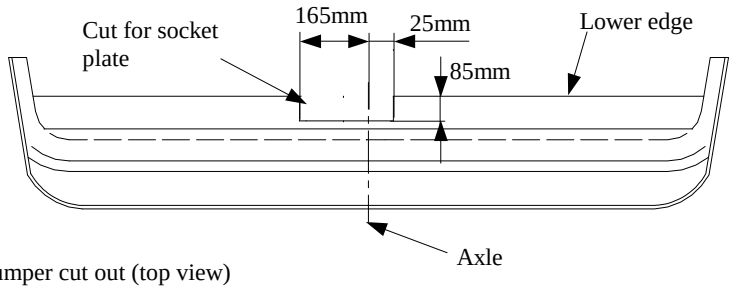

Fig. 2 Bumper cut out (top view)
3. Slide the main bar (pos. 1) into the chassis and then fix with M10x40mm bolts (pos. 5) and big washers ø30xø10,5x2,5mm (pos. 8) from the towbar equipment. Choose holes depend on car type.
5. Position the ball of towbar fix with M12x70mm bolts (pos. 4) from the towbar accessories.
6. Fix the socket plate (pos. 3) as shown on the drawing.
7. Cut the bumper according to figure 2 and mount it to the car.